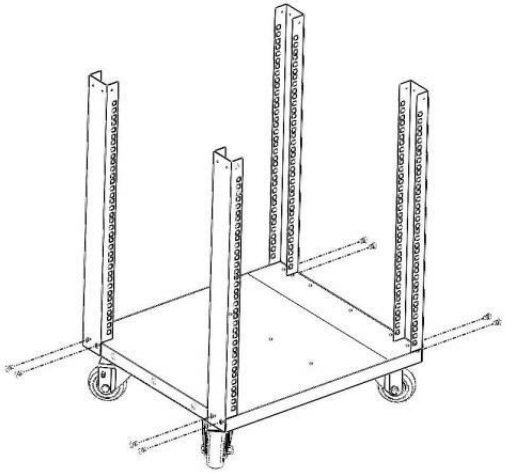

Figuur 2
2. Uitlijnen de hoek ondersteuning ( ③ ) met onderste paneel ( ② ) , zeker met 2 stuks M5 montageschroeven (⑦) met een elektrische schroevendraaier . vervolgens wordt gebruikt Volg dezelfde stappen om de overige 3 hoeksteunen (③) te bevestigen. . Zien Figuur 2 .